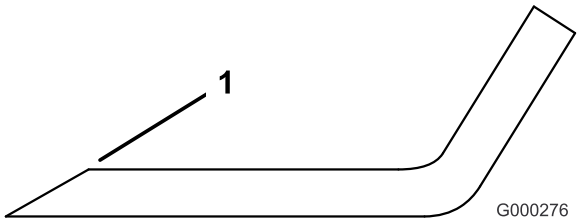

**Figuur 89**
1. Gebruik een vijl om de snijranden aan beide uiteinden van het mes te slijpen (Figuur 89). Houd daarbij de oorspronkelijke hoek in stand. Het mes blijft in balans als u van beide snijranden dezelfde hoeveelheid materiaal verwijdert.